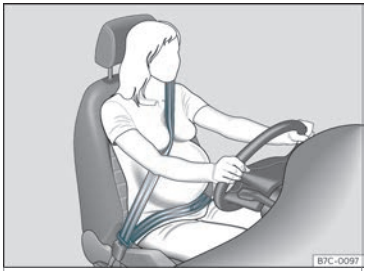

Abb. 12 Gurtbandverlauf bei schwangeren Frauen.
Bei **schwangeren Frauen** muss der Sicherheitsgurt gleichmäßig über die Brust und möglichst tief vor dem Becken verlaufen sowie flach anliegen, damit kein Druck auf den Unterleib ausgeübt wird - und das während der gesamten Schwangerschaft››› **Abb. 12**.
- **Bei schwangeren Frauen muss das Beckengurtteil des Sicherheitsgurts möglichst tief vor dem Becken verlaufen und um den Bauch herum „flach anliegen“››› Abb. 12.**